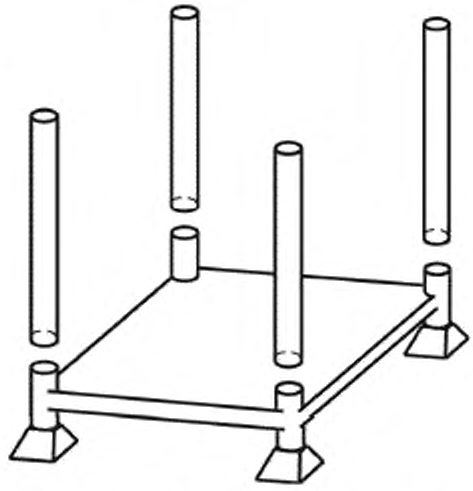

Рисунок 21 — Стоечный разборный поддон
4.1.4 **стоечный разборный поддон:** Стоечный поддон со съемными стойками (см. рисунок 21).